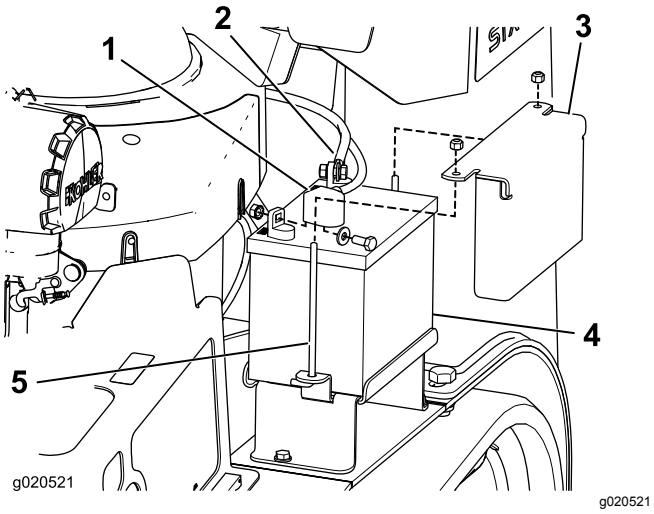

Figuur 43
3. Verwijder het zwarte rubberen kapje van de minkabel. Maak de minkabel los van de minpool (–) van de accu (Figuur 43).
4. Schuif het rode stofkapje voor de accupool van de pluspool (rood) van de accu. Verwijder vervolgens de pluskabel (rood) van de accu (Figuur 43).
5. Verwijder de bevestigingsplaat, de J-bouten en de borgmoeren waarmee de accu bevestigd is (Figuur 43) en verwijder de accu.